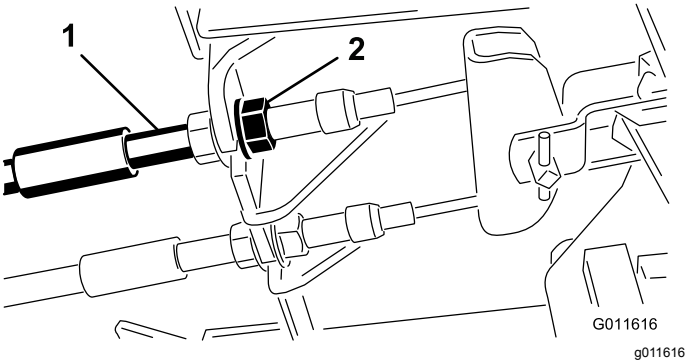

**Figur 87**
1. Dra åt bromsarna genom att lossa den främre muttern på bromskabelns gängade ände för att minska bromspedalernas spel (Figur 87).